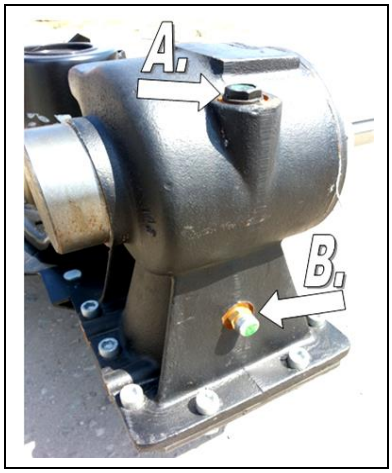

Abb. 21. Getriebe - Ölstandkontrolle: A - Einlass, Auslass, Kontrollstab
Der Ölstand im Mähbalken wird nach dem Aufstellen des Mähers auf ebenem Untergrund durch das Herausdrehen des Einfüllstopfens (A), Abb. 21 geprüft. Der Ölstand vom Boden des Mähbalkens sollte im Bereich **5 ÷ 7** mm liegen.
Der Ölstand im Winkelgetriebe wird mit dem Meßstab, der sich im Kontroll-Einfüll-Ablaßstopfen (A) befindet, nach dem Herausdrehen Abb. 21, geprüft. Die Position (B) ist die Entlüftung des Mähbalkens.
- Der Stopfen (A) Abb. 21 des Einlasses, Ablasses und der Ölstandkontrolle herausgedreht werden
- Der Ölstand geprüft und der Stopfen (A) zugedreht werden